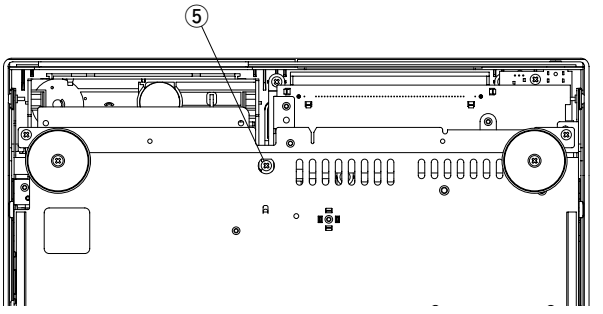

Fig. 3
a. Remove 1 screw (⑤) in Fig. 3.
a. ⑤のネジ1本を外します。(Fig. 3)